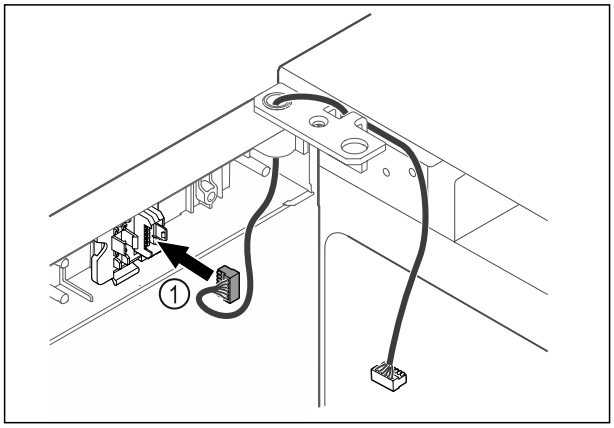

Fig. 54
▶ Introduceți fișa *Fig. 54 (1)* în suportul fișei.